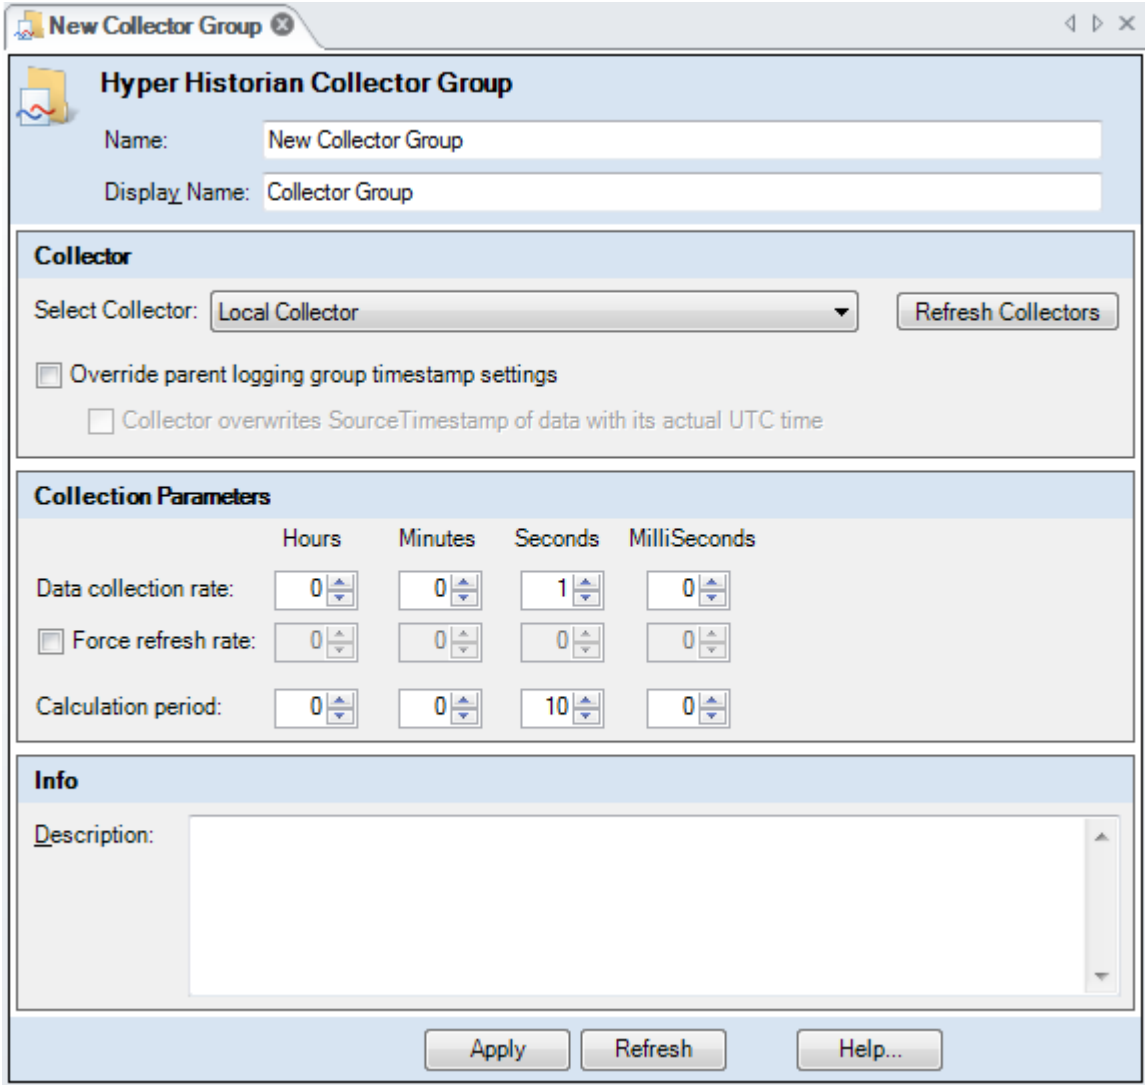

Figure L3.4 - Collector Group Configuration
2. In the New Collector Group tab (shown in Figure L3.4), provide a **Display Name** of "Collector Group". From the **Select Collector** drop-down list, select **Local Collector**. The Local Collector is created automatically when a new configuration is added. We won't be overriding timestamp settings.